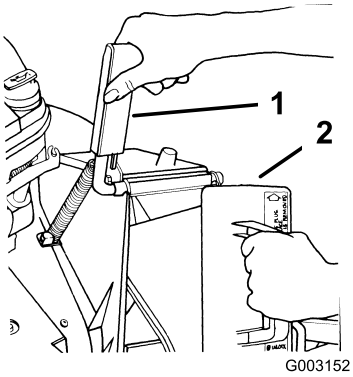

Rysunek 7
1. Otwórz drzwi wylotowe, pociągając rączkę do przodu, a następnie przesuwając ją do tyłu (Rysunek 7). Przytrzymaj rączkę, aby zapobiec zamknięciu drzwi sprężynowych podczas umieszczania zatyczki.
2. Ponieważ zatyczka jest nieznacznie szersza niż otwór kanału wylotowego, wkładając należy ją lekko przekręcić w prawo (Rysunek 7).